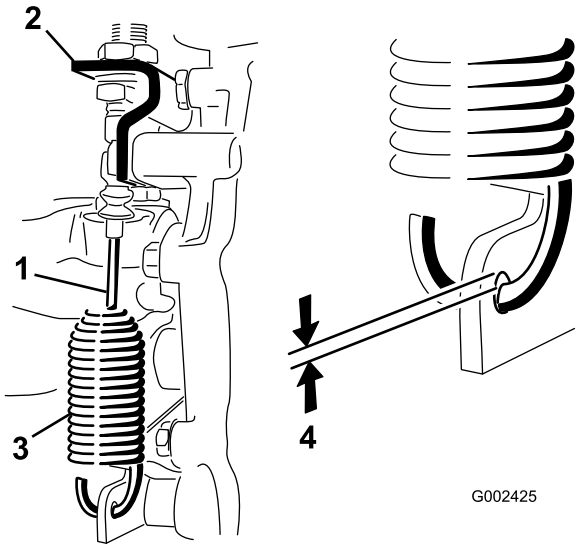

Figur 51
1. Fjern gaffelboltene, der fastgør kablet til højt/lavt hastighedsområde til gearkassen (Figur 51).
2. Løsn de kontramøtrikker, der fastgør differentialelåsens kabel til beslaget på gearkassen (Figur 51).